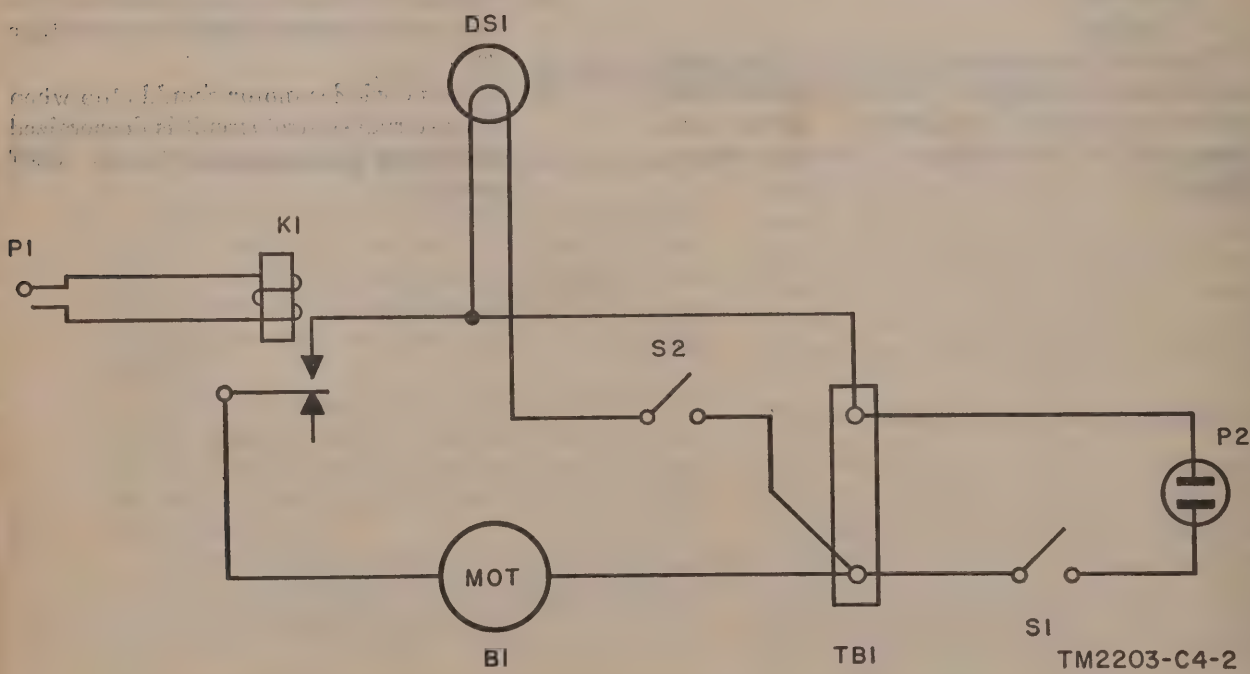

Figure 94.2. (Added) *Tape winder (Order No. 29780–Phila–56), schematic diagram.*
(1) Insert plug P2 into a 115-volt 60-cycle ac power source (fig. 94.2).
(2) Insert plug P1 into a 60-milliampere 110-volt dc external control circuit.
(3) Move switch S1, mounted on the front of the tape winder, to the ON position.
(4) Energize the external control circuit. The tape winder motor should turn the tape reel.
(5) The tape winder motor should stop when the external control circuit is deenergized or switch S1 is moved to the OFF position.